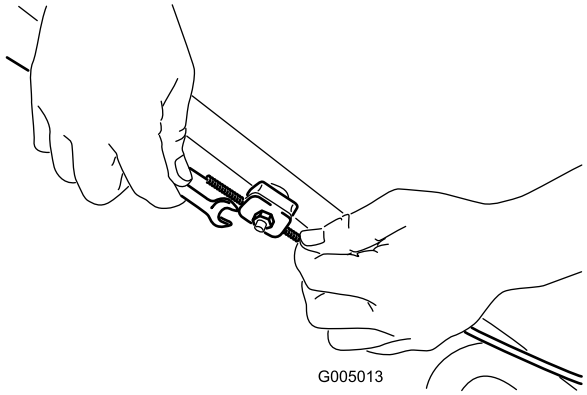

Figuur 30
1. Draai de moer van de kabelbeugel los (Figuur 30).